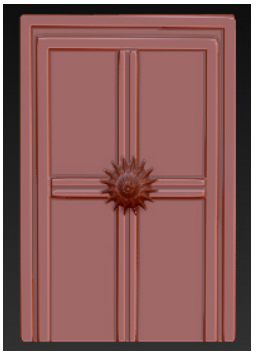

Figure 3-108 *Knob created for the door*
5. Press and hold the left mouse button and drag the cursor in the middle of the *door* to create a knob, as shown in Figure 3-108.